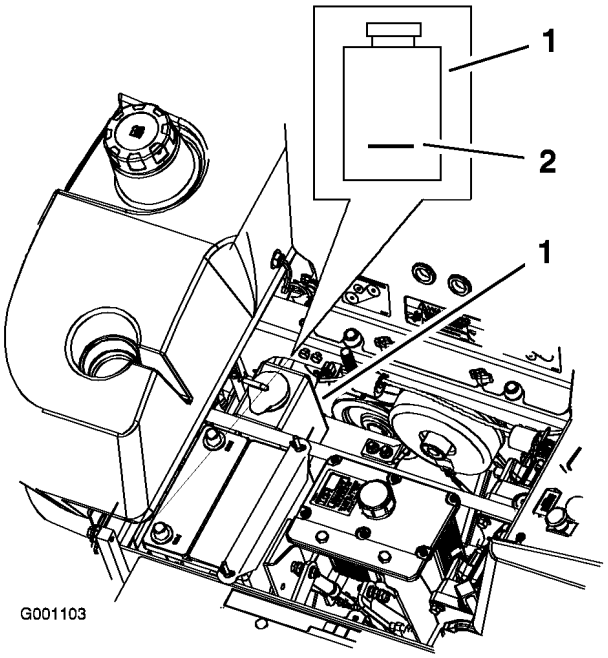

Figur 53
3. Når motoren er avkjølt må du kontrollere nivået i overflytsflasken. Væsken bør nå opp til kulen på utsiden av overflytsflasken (Figur 53).
4. Hvis kjølemiddelnivået er lavt, fyll på en blanding med halvt om halvt med frostvæske for forlenget levetid / Dex-Cool® og vann til overflytsflasken (Figur 53).
5. Fyll på kjølemiddelblandingen til overflytsflasken og fyll det opp til indikatorlinjen på flasken (Figur 53).